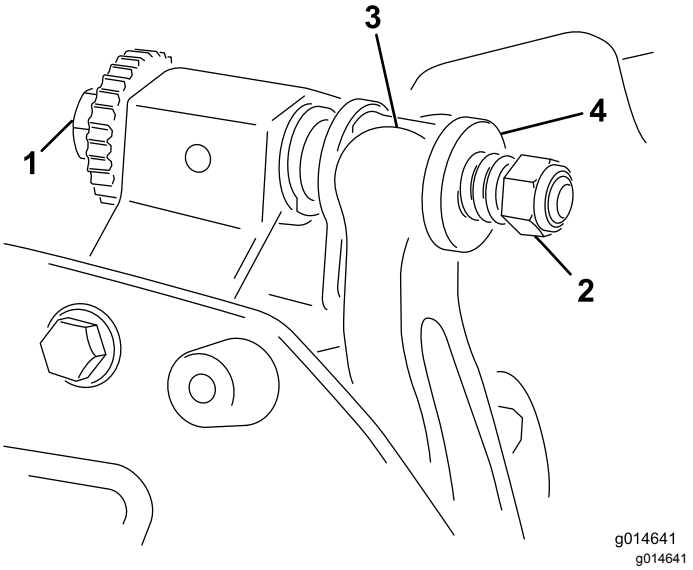

Figur 20
1. Drej bundtværstangens justeringsskrue mod uret for at føre bundkniven væk fra knivcylinderen (Figur 20).
2. Før fjederspændingsmøtrikken bagud, indtil skiven ikke længere sidder stramt mod bundtværstangen (Figur 20).
1. Monter bundtværstangen, idet monteringsørerne placeres mellem spændeskiverne og bundtværstangens justeringsskrue (Figur 20).